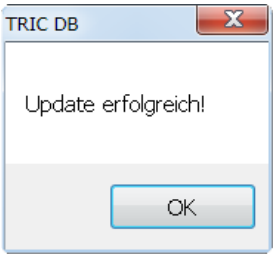

Bild 32.55 – Meldung über erfolgreiche Aktualisierung der technischen Daten
- Bestätigen Sie, so werden die dem gewählten Objekt zugeordneten Produktgruppen ermittelt und dessen technische Informationen auf diejenigen der Produktgruppe aktualisiert. Schließlich erhalten Sie eine Meldung über den Erfolg der Aktion (Abb. 32.55).